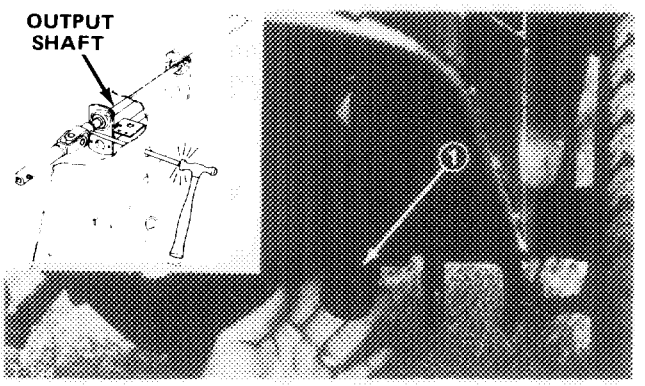

Figure 24
2. Remove five wheel nuts and slide left wheel off axle to expose access hole inside of chassis (Fig. 24)
3. Push PTO lever forward until pulley and brake disengage. Align hole in PTO shaft with hole in chassis (Fig. 24).
4. Through access hole in chassis, drive roll pin out of PTO shaft and output shaft with pin punch and ball peen hammer (Fig. 24).